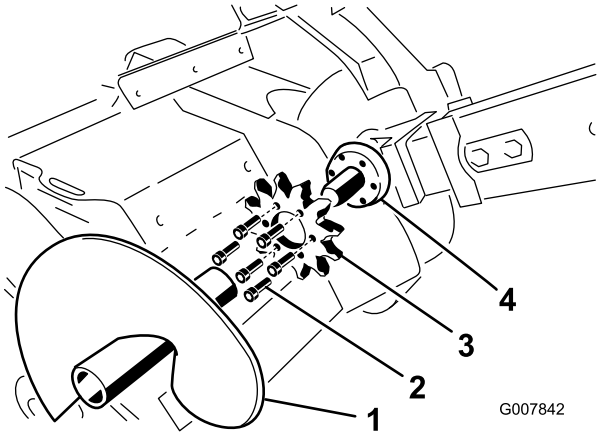

Figur 61
3. Ta bort matarskruven (Figur 61).
8. Lossa de sex skruvarna som fäster drevet (Figur 61).
9. Ta bort och kasta drevet (Figur 61).
10. Rengör drevets fästyta på dikesgrävaren (Figur 61).
11. Skjut på det nya drevet på axeln (Figur 61).
12. Gänga fast och dra åt de sex skruvarna i drevet med fingrarna (Figur 61).